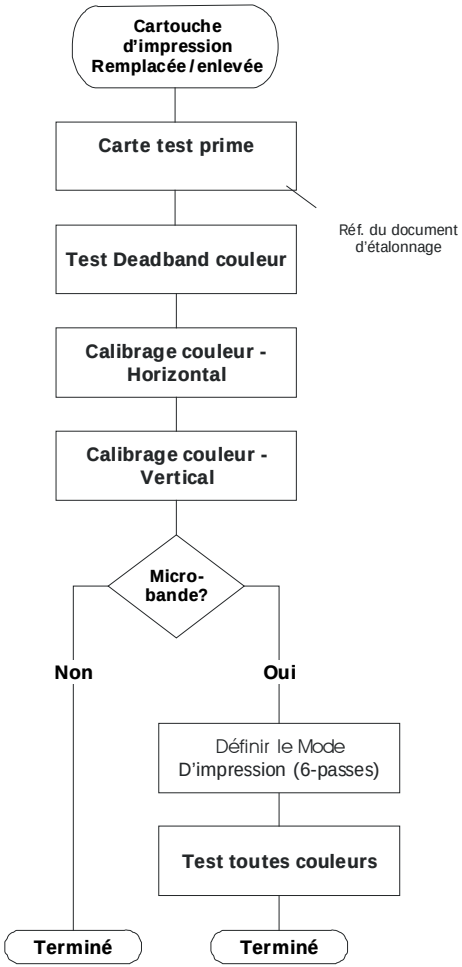

Figure 2. Calibrage après avoir enlevé/installé une cartouche
- *Après avoir enlevé/installé une cartouche d'impression* – utiliser le diagramme de la Figure 2.